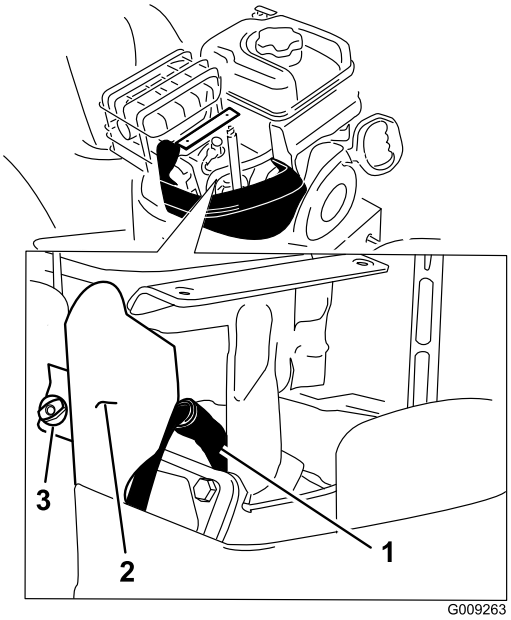

Figur 45
4. Ta bort fästets vingmutter och fästet (Figur 45).
5. Rengör runt basen på tändstiftet (Figur 45).